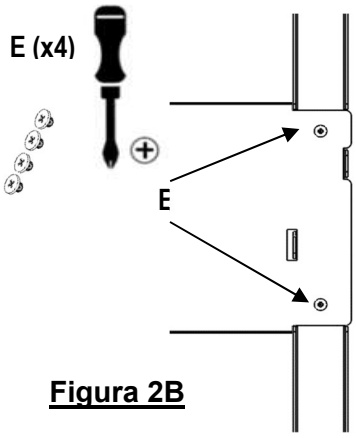

Figura 2B
- Utilice tornillos de cabeza lisa (proporcionados) para sujetar el soporte central al soporte colgante lateral, ver Figura 2B.